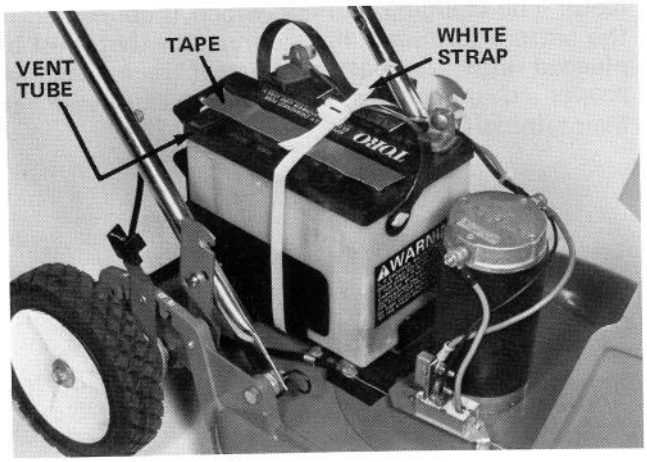

Figure 7
1. Open motor shroud by lifting up at rear, and remove white strap securing battery (Fig. 7).
2. A strip of tape covers the filler caps, and under one end of the tape is the vent tube (Fig. 7). Remove tape and vent tube from top of battery. Keep vent tube and discard the tape.